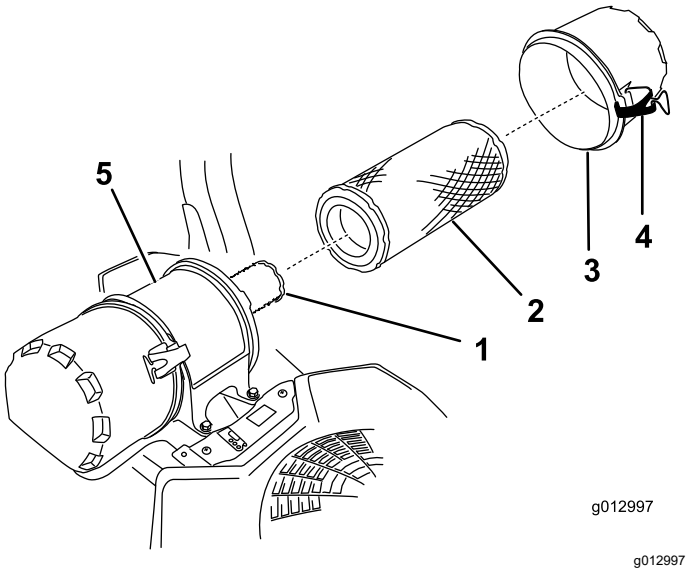

Figura 42
6. Abra los cierres del limpiador de aire y tire de la tapa de la entrada de aire para separarla del cuerpo del limpiador de aire (Figura 42).
8. Extraiga con cuidado el filtro primario de la carcasa del limpiador de aire (Figura 42).
2. Si va a cambiar el filtro interno, deslícelo cuidadosamente en el cuerpo del filtro (Figura 42).
3. Deslice cuidadosamente el filtro primario por encima del filtro de seguridad (Figura 42).
4. Instale la tapa del limpiador de aire y fije los cierres (Figura 42).